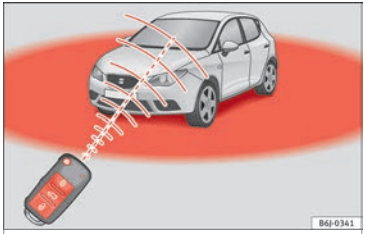

Fig. 123 Range of the radio frequency remote control.
- **The radio frequency remote control key functions only when you are within range ››› Fig. 123.**